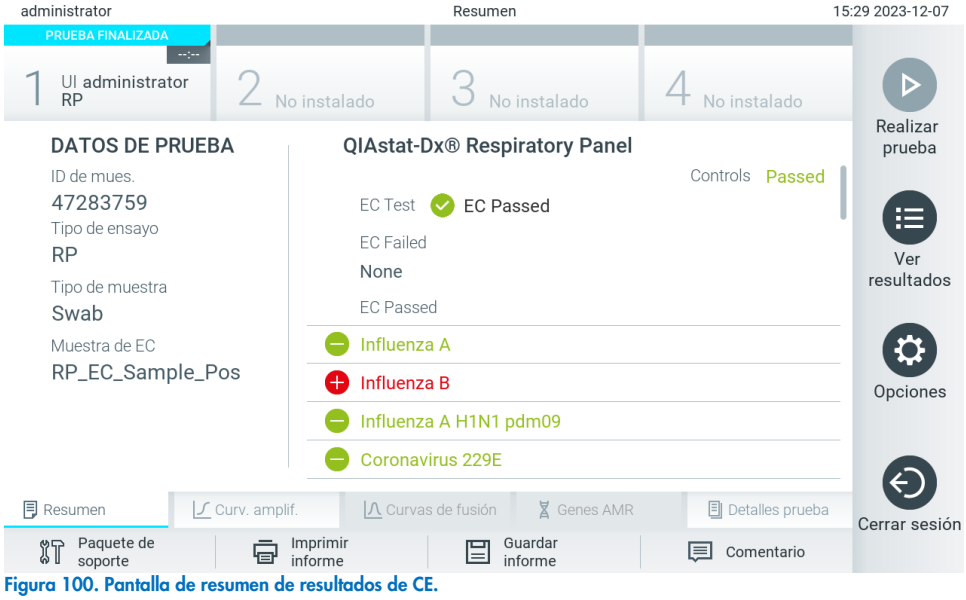

Figura 100. Pantalla de resumen de resultados de CE.
12. Una vez que se ha expulsado el cartucho de ensayo QIAstat-Dx, aparecerá la pantalla de resultados Summary (Resumen) (Figura 100). Consulte la sección 8.3 para más detalles.